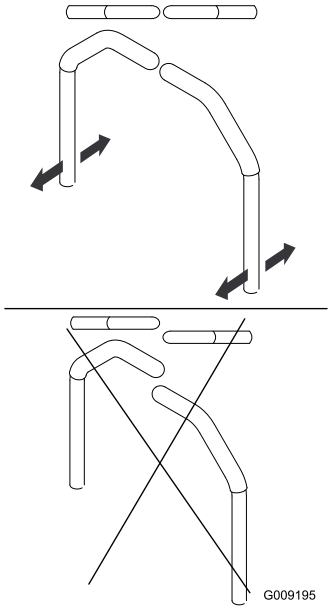

**Figur 78**
4. Juster håndtagenes position på langs ved at sætte håndtagene sammen i neutral position og skubbe til dem, indtil de er placeret korrekt. Stram derefter boltene (Figur 78).